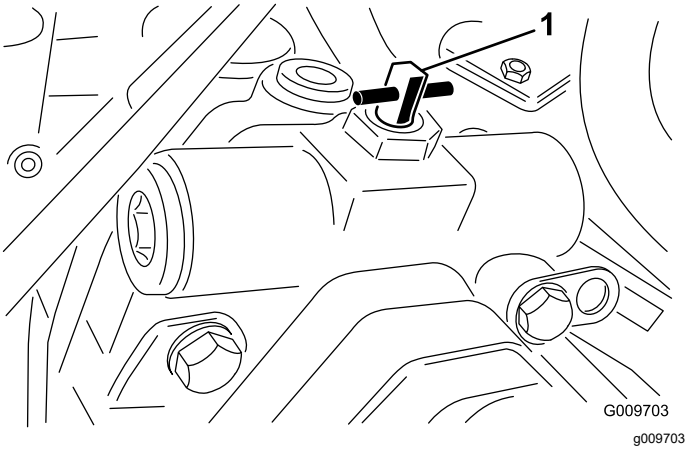

Rysunek 41
3. Obróć zawór obejściowy o 90° (ćwierć obrotu) w dowolnym kierunku, aby go otworzyć i udostępnić wewnętrzne obejście oleju (Rysunek 41).
2. Obróć zawór obejściowy o 90° (ćwierć obrotu) w dowolnym kierunku, aby go otworzyć i udostępnić wewnętrzne obejście oleju (Rysunek 41).